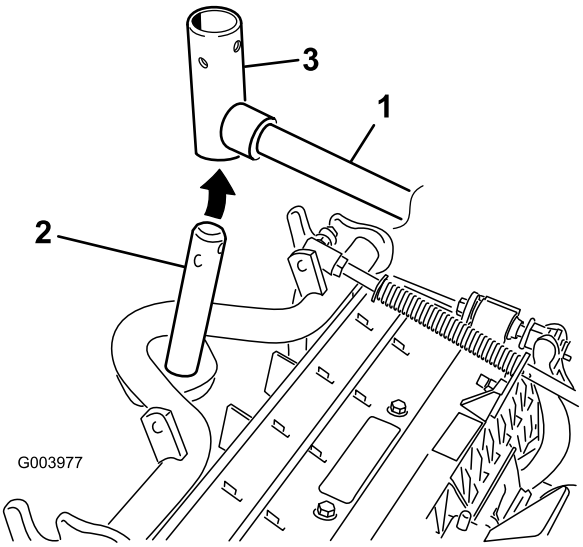

**Figura 10**
8. En las unidades de corte delanteras, deslice una unidad de corte debajo del brazo de elevación mientras introduce el eje del bastidor de tiro en la horquilla de pivote del brazo de elevación (Figura 10).
B. Introduzca la horquilla del brazo de elevación en el eje del bastidor de tiro (Figura 10).